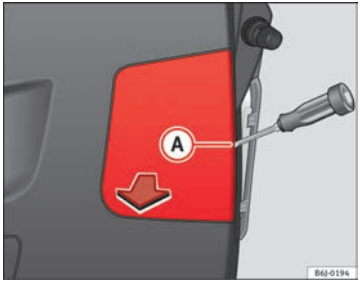

Fig. 161 Lights on the tailgate
– Remove the lid with a flat screwdriver, placing it in notch (A) ⇒ fig. 161.